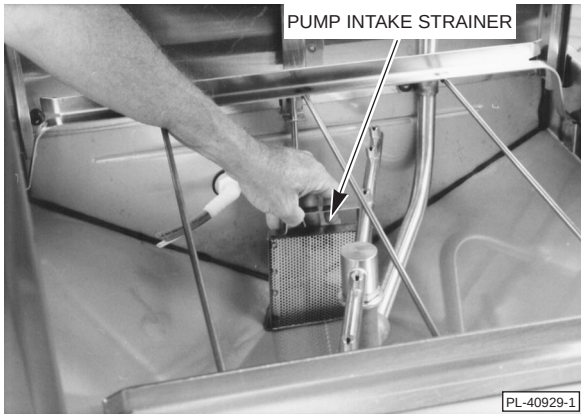
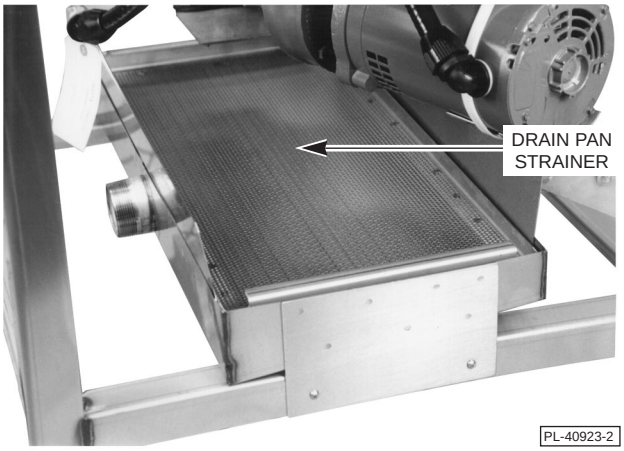
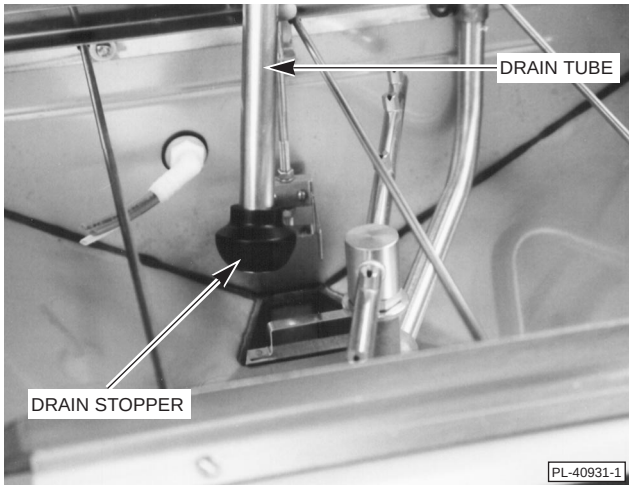

**Fig. 12**
**Fig. 13**
**Fig. 17**
Check to make sure that the pump intake strainer (Fig. 12), the drain pan strainer (Fig. 13), and the drain tube (Fig. 17) are in place and that both strainers are free of debris. The pump intake strainer must drop completely to the bottom of the sump. THE DRAIN AND STRAINERS MUST BE CLEAN AND FREE OF DEBRIS AT ALL TIMES.
Occasionally, check the drain pan strainer (Fig. 13) and clean it as necessary to prevent it from becoming clogged (which could result in water splashing onto the floor). DO NOT remove the drain pan strainer during a wash cycle.
The machine may be drained by either pressing and holding the *DRAIN/FILL* switch on *DRAIN* until the machine is completely drained, or by opening the doors and removing the drain tube (the drain stopper is attached to the bottom of the drain tube) (Fig. 17). When the machine is completely drained, replace the drain tube/drain stopper, close the doors and hold the *DRAIN/FILL* switch on *FILL* for approximately ten seconds.
3. Remove the pump intake strainer (Fig. 12), the drain tube/drain stopper (Fig. 17), and the drain pan strainer (Fig. 13) and scrub them in a sink.